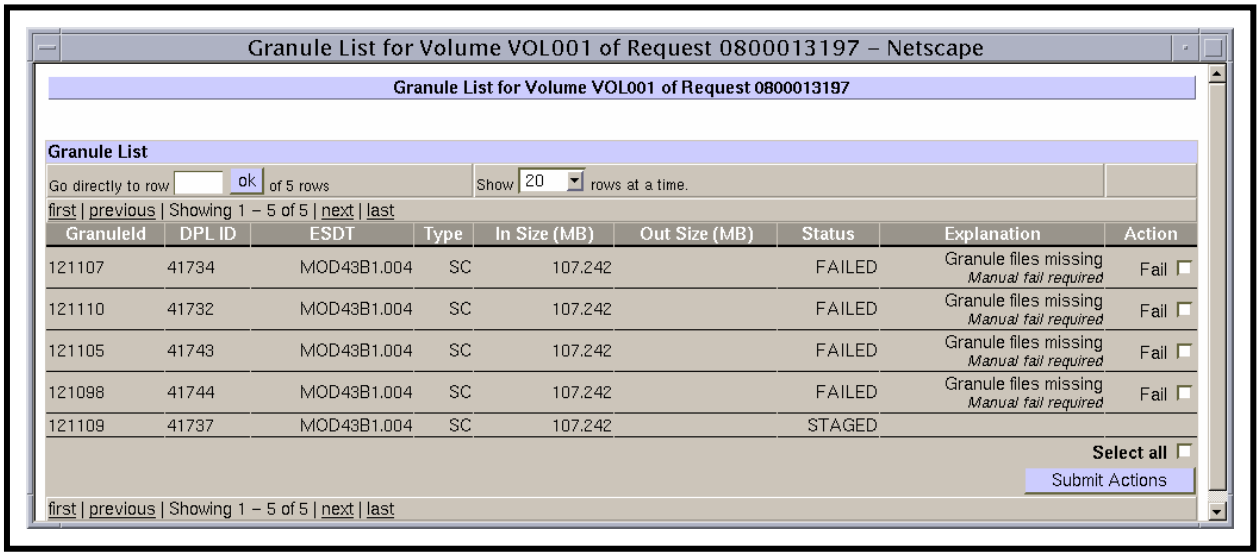

Figure 71. Granule List for Volume Y of Request X
- The **Granule List for Volume *Y* of Request *X*** (Figure 71) is displayed in a pop-up window.
- **In Size (MB).**
- **Out Size (MB).**
- The **Granule List for Volume *Y* of Request *X*** (Figure 71) is displayed.
- The **Granule List for Volume *Y* of Request *X*** (Figure 71) is dismissed.